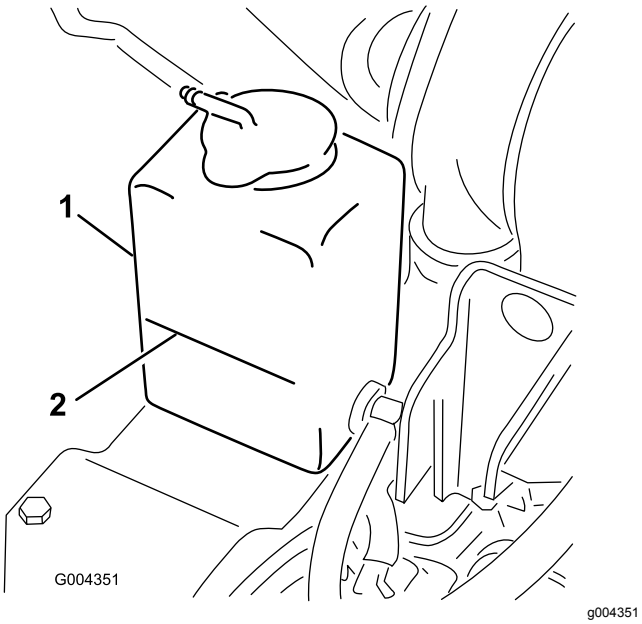

**Figur 50**
3. Kontrollera kylvätskenivån i expansionstanken (Figur 50).
I. Fyll på kylvätska i expansionstanken tills den blir full, markeringen finns på tankens sida (Figur 50).